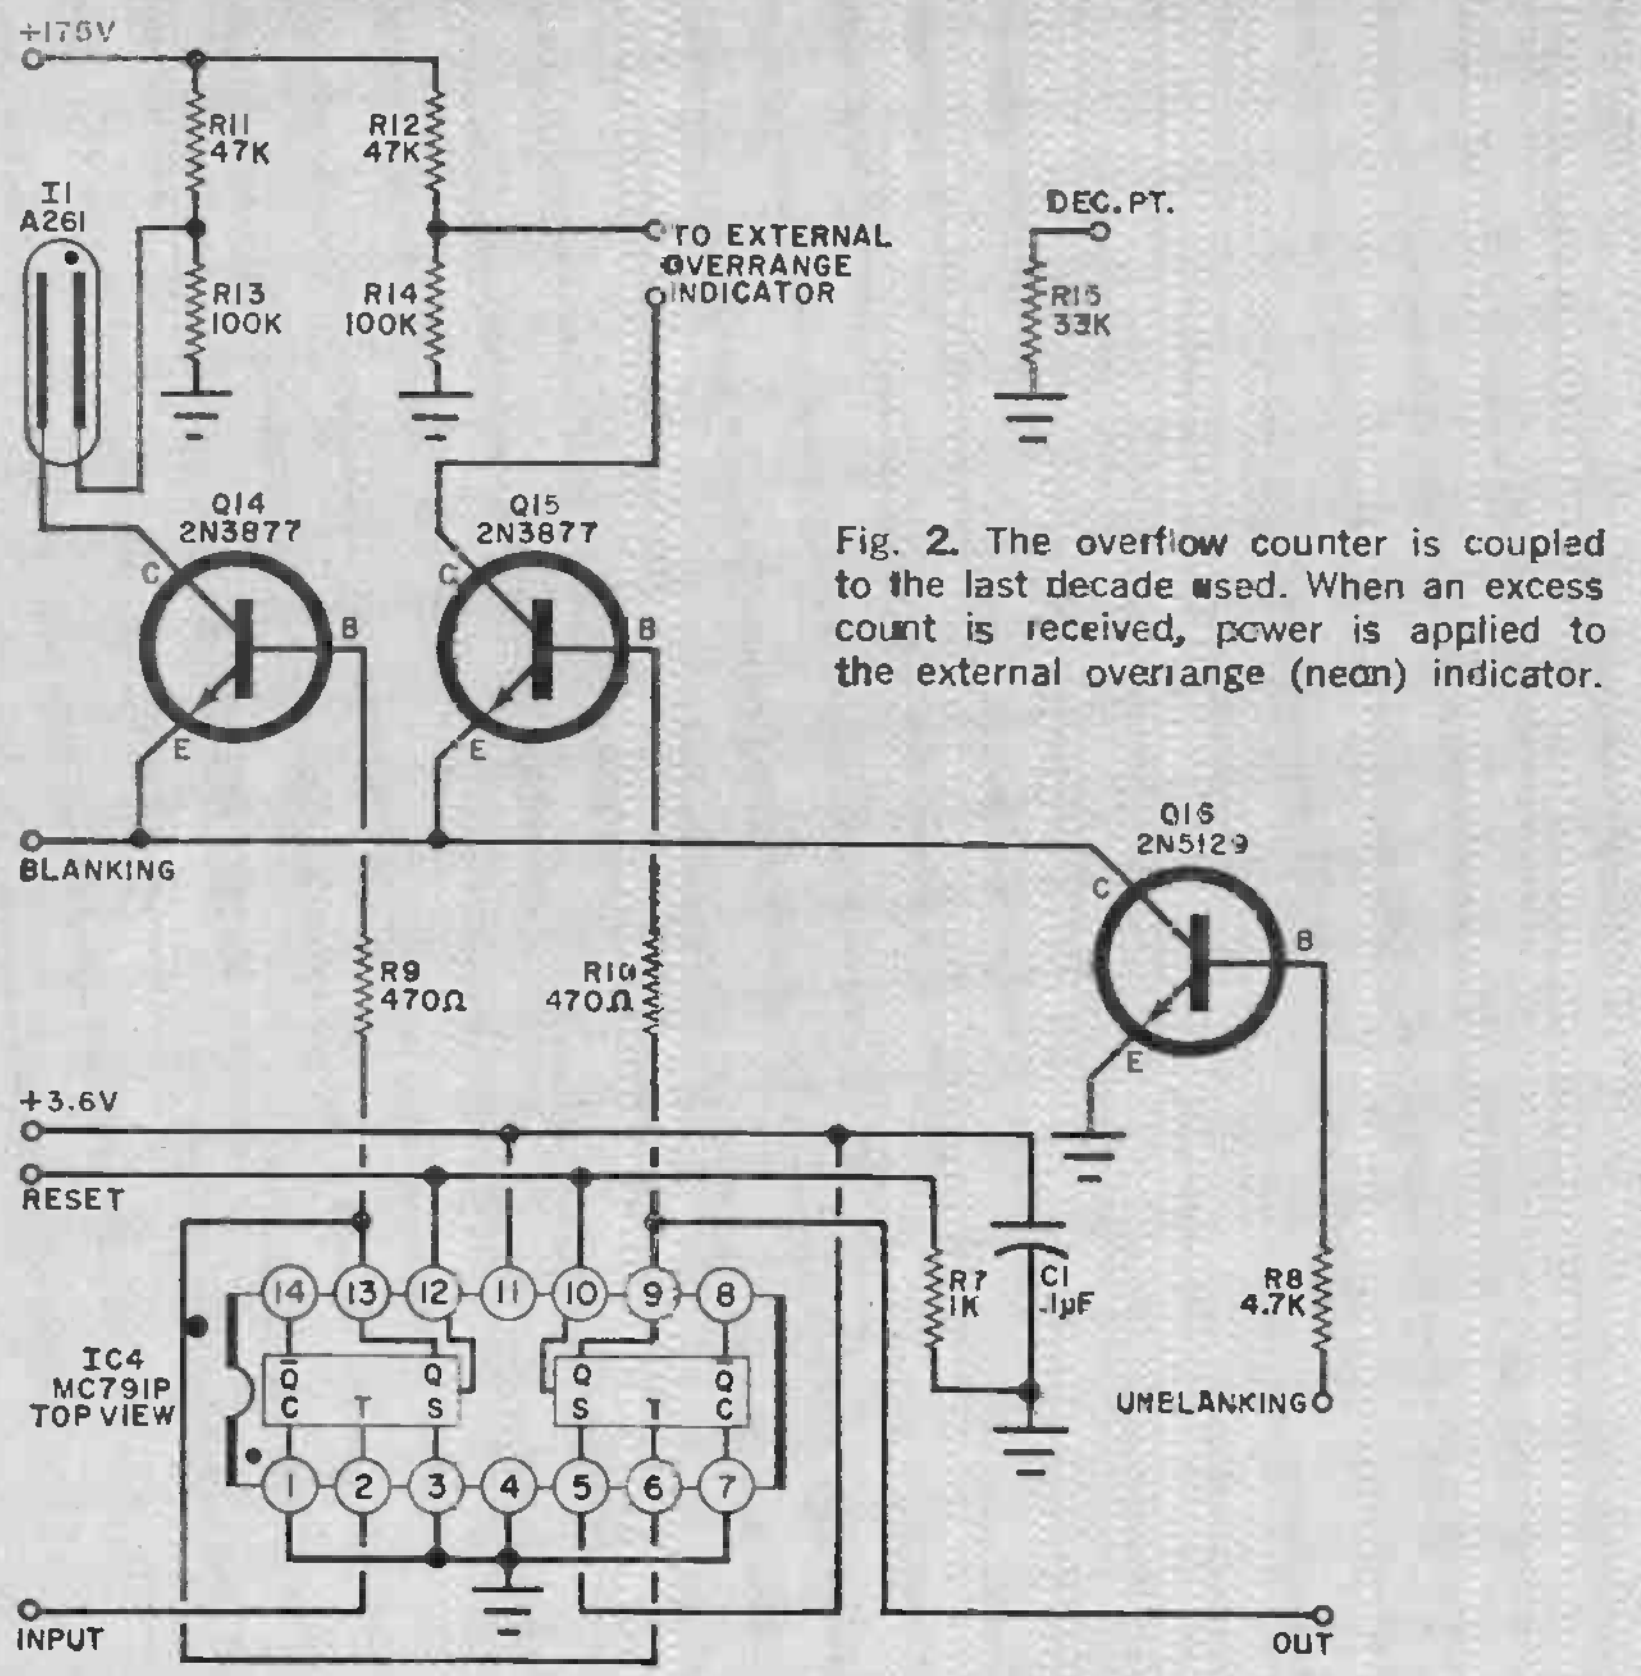

Fig. 2. The overflow counter is coupled to the last decade used. When an excess count is received, power is applied to the external overrange (neon) indicator.
**Construction.** A schematic diagram of the Alarm is shown in Fig. 1. While it is not essential, a printed circuit board greatly simplifies the assembly. If you want to make your own, use the foil pattern and drilling details shown in Fig. 2. Mount the parts as shown in Fig. 3. The integrated circuit polarity is identified by a notch (between pins 1 and 14) and a dot. In the illustrations it is shown
Fig. 2. Actual-size foil pattern for the Two-Tone Generator. The IC is oriented so that pin 1 is adjacent to the small dot on the foil pattern. After fabrication, the board can be drilled as shown below, and PC terminals can be used at the four lettered locations. The board is supported by spacers at each corner location. Component location is shown in Fig. 3.
The circuit for one decade of the DCU is shown in Fig. 1 and that of the overflow counter is shown in Fig. 2. Although these are shown as separate circuits, in practice, one overflow counter and as many decades as are necessary are mounted on one PC board. Interconnections for the units are shown in Fig. 3. Note that the Gate connections of all decades except the first are grounded. In this way, if the input (units) decade is turned on or inhibited, the counter operates or not accordingly.